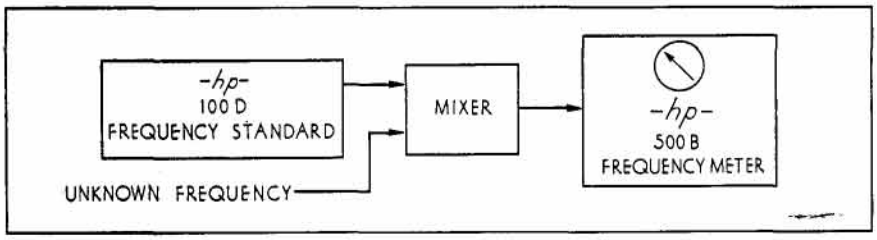

Figure 2. Typical setup for measuring deviation of unknown frequency from standard frequency.
-hp- 500B is particularly suited to crystal grinding work, where it can be used to measure frequency deviation from standard quickly and accurately *(Figure 2)*.